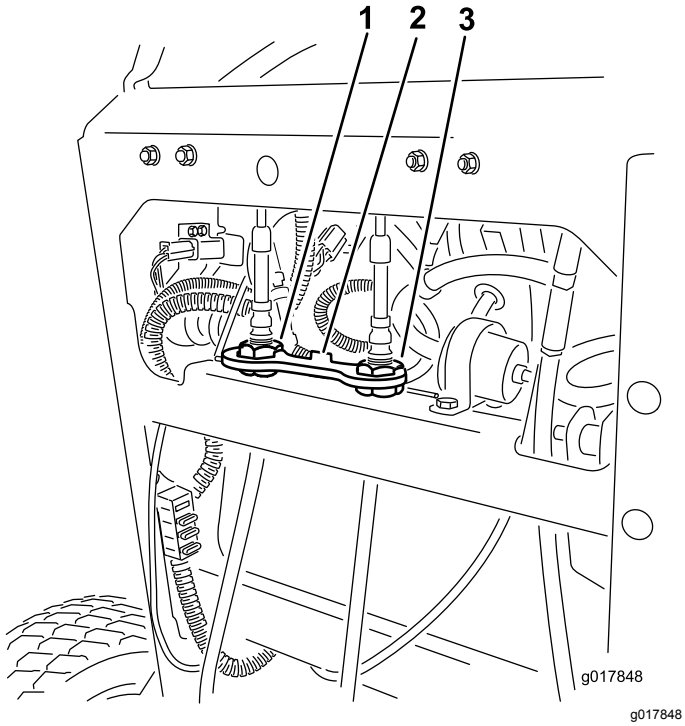

Figuur 70
6. Plaats de kabelvergrendeling op de kabelafstellingmoeren om de afstelling te borgen (Figuur 70).